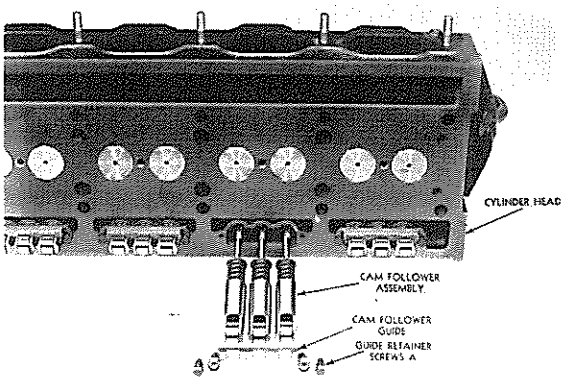

FIG. 21
The cam followers may be removed from either the top or bottom of the cylinder head. When they are removed from the bottom, the cylinder head must first be removed from the motor, and when they are removed from the top, the cylinder head need not be removed. If, for any reason, the cylinder head is off the engine, the cam followers can best be removed from the bottom of the head as shown in Fig. 21.
c. Lay the cylinder head edgewise on the bench, as shown in Fig. 21, and remove the 2 screws "A" that attach the cam follower guides to cylinder head and remove guides.